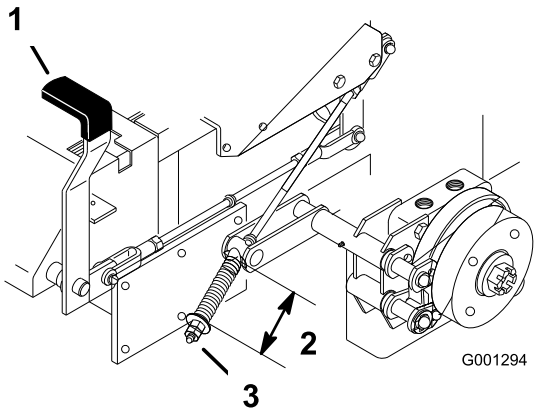

Figur 54
2. Mål fjederens længde. Der skal være 64 mm mellem skiverne (Figur 54).
3. Hvis justering er nødvendig, skal parkeringsbremsen deaktiveret, kontramøtrikken under fjederen løsnes, og møtrikken lige under fjederen spændes (Figur 54). Drej møtrikken, indtil det rigtige mål er nået. Drej møtrikken med uret for at afkorte fjederlængden, og drej mod uret for at øge fjederlængden.